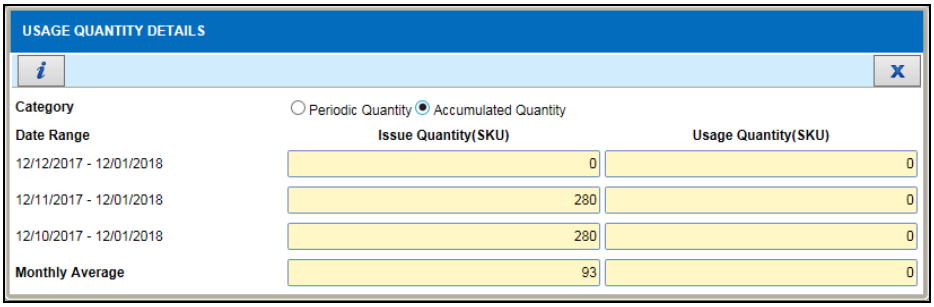

Figure 3.2-9 Usage Quantity Details: Accumulated Quantity
- *Accumulated Quantity (refer Figure 3.2-9)*